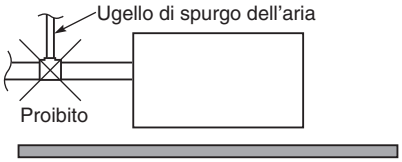

Fig. 3-10
- **Non installare un ugello di spurgo dell'aria, dato che questo può causare lo spruzzo di acqua dall'uscita della tubazione di scarico. (Fig. 3-10)**